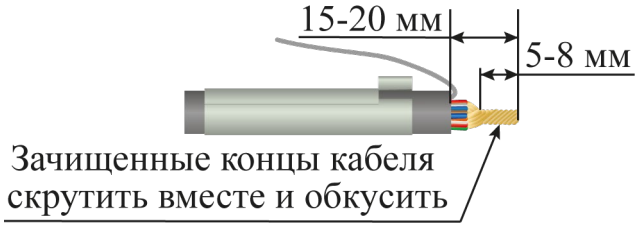

Рисунок 4.10
– зачищенные концы кабеля скрутить вместе и обкусить так, чтобы длина зачищенных концов составила 5 – 8 мм (рисунок 4.10);